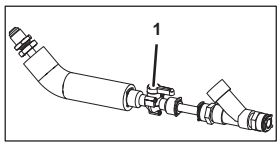

Fig. 39
1. Close the shut-off valve (Fig. 39/1).
16. Open the shut-off valve (Fig. 39/1).